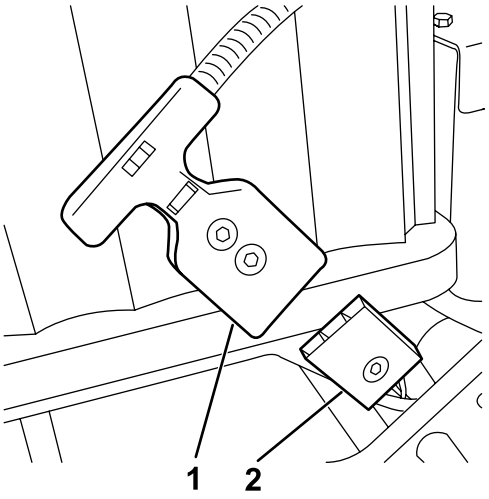

图2
6. 将电池适配器线束的 T 形手柄连接头从电池线束的 P04 接头断开图2。